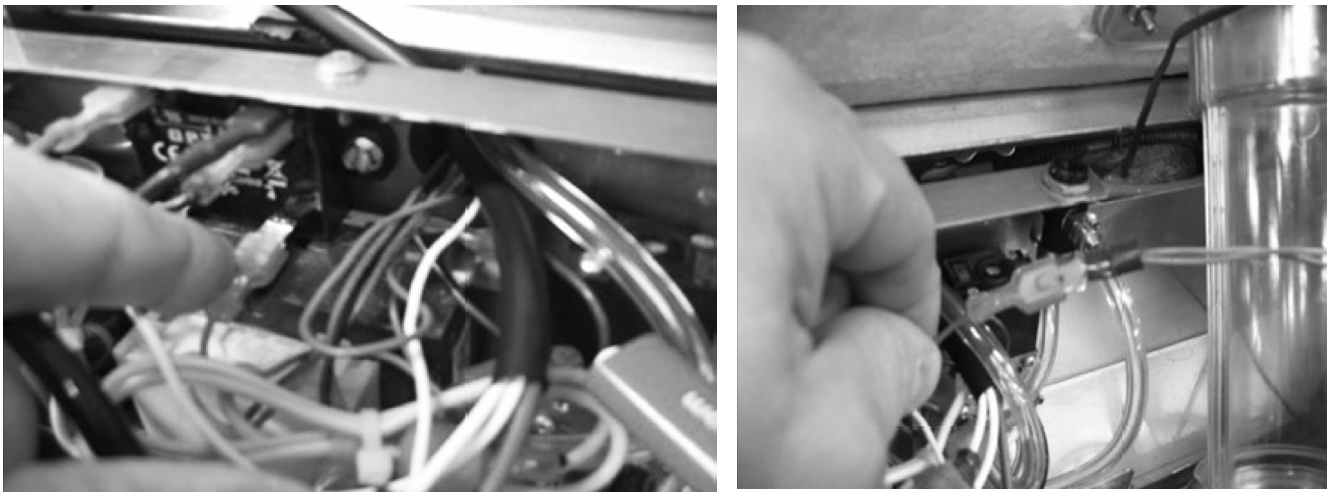

Figure 10.
10. Remove the gray wire from the solid state relay and connect it to the gray jumper wire with the male quick connector. (See Figure 10.)